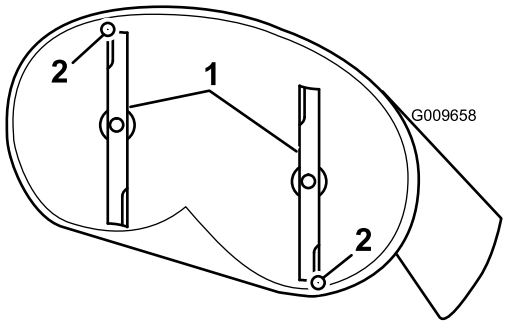
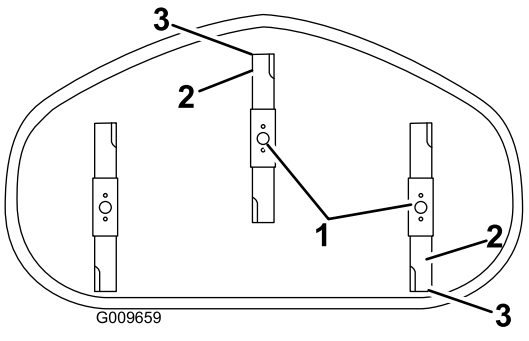

Figur 67
Figur 68
4. Rotera knivarna försiktigt så att de är riktade framåt-bakåt (Figur 67 och Figur 68).
5. Mät från den främre knivens spets till den plana ytan, och från den bakre knivens spets till den plana ytan (Figur 67 och Figur 68).
9. När justeringen är gjord ska du kontrollera den främre-bakre lutningen igen och fortsätta att justera muttern tills den främre knivens spets befinner sig 1,6–7,9 mm lägre än den bakre knivens spets (Figur 67 och Figur 68).